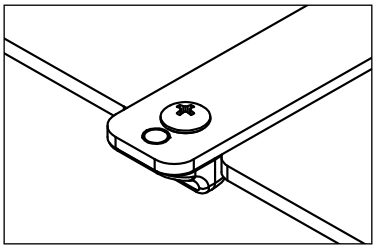

Abb. 2
2. Stecken Sie die Enden von 2 Indexschienen in die mit Varian Exact® kompatiblen Indexkerben auf der CT-Auflage im Abstand von 1260 mm (gewöhnlich 9 Indexkerben) und lassen Sie die Schienen einrasten (Abb. 2 und 3).